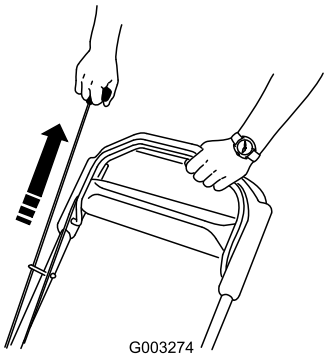

Figure 13
4. Pull the recoil starter (Figure 13).